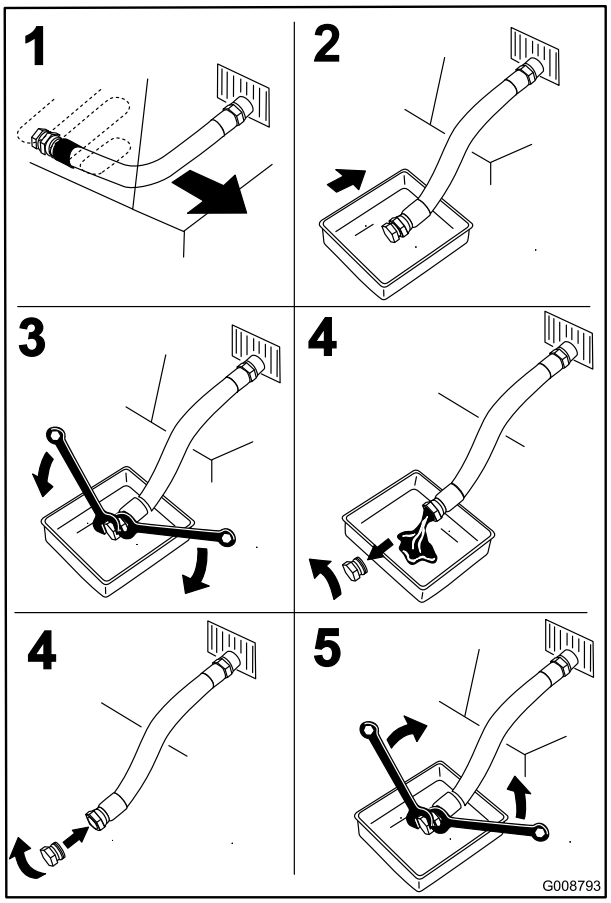

**Figuur 51**
4. Zet de motor af, verwijder het contactsleuteltje en wacht totdat alle bewegende onderdelen tot stilstand zijn gekomen voordat u de bestuurderspositie verlaat (Figuur 51).